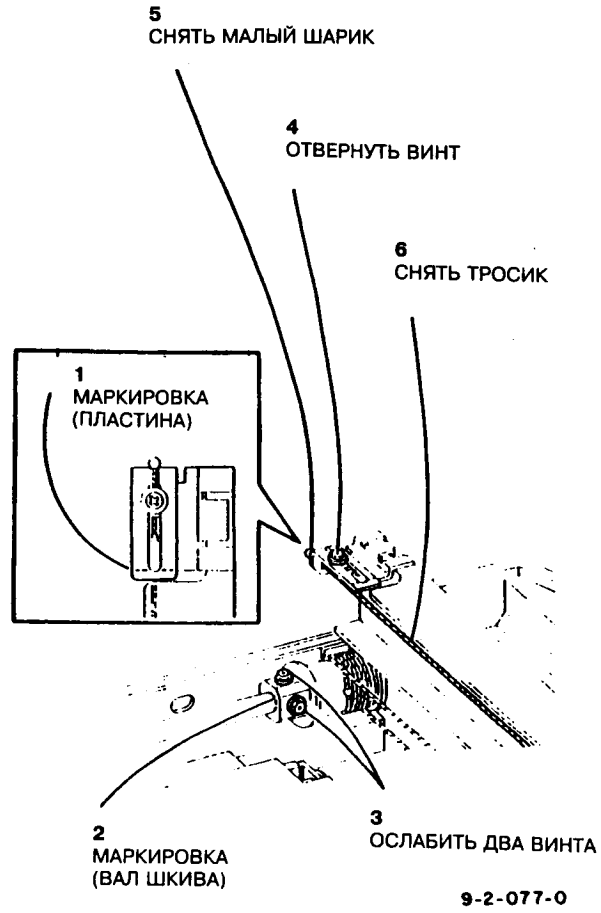

Рис.2 Положение пластины и снятие тросика
7. Отметить положение правой пластины и шкива, затем снять тросик (рис.2).